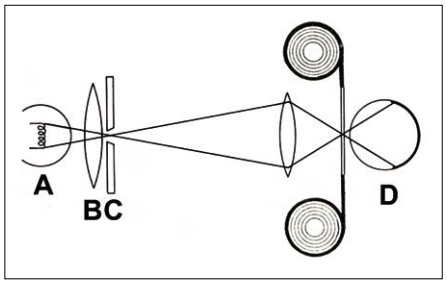

Bild 8. Das Prinzip des Lichttons. A: Tonlampe; B: Kondensor; C: Spalt, D: Fotozelle.
Die Wiedergabe basiert auf einem ausgeklügelten System aus Optik, Elektronik und Mechanik (**Bild 8**). Die sogenannte „Tonlampe“ (A) bündelt durch einen Kondensor (B) das Licht auf den oben beschriebenen Spalt (C), der absolut senkrecht zur Tonspur stehen muss, da sonst non-lineare Verzerrungen entstehen. Der erzeugte Lichtstreifen wird mit einer Optik präzise auf die Lichttonspur projiziert. Auf der anderen Seite des Films trifft diese Information auf die Fotozelle (D), welche die Lichtimpulse wieder in elektrische Informationen umwandelt, die ein entsprechender Verstärker als Töne hörbar macht.